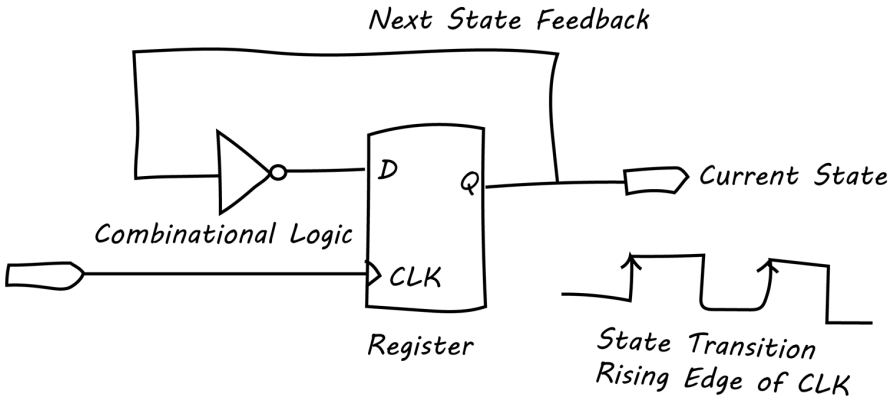

Figure 2-37 *Simple RTL design abstraction model*
You will notice two blocks here: the one on the right represents our 32 registers (`reg[31:0]blinkcount`), and the one on the left is what we call the combinational logic block. These two blocks represent the current state (right block) and next state (left block) logic sequences. Notice that the clock only goes to the right block. That is because it is registering (FF) the next state, which becomes the current state on every rising edge of the clock. Remember our `always @(posedge clk_in)` statement? This is how the synthesizer interpreted this and implemented it. Notice that the output of the `fdr` block (right) is fed back to the input of the left block. This is the next state generation logic. Remember when we said that `blinkcount <= blinkcount + 1`? Well, the synthesizer is doing just that in this block: it's taking the current count, which is the feedback from the registers (current state or current count), adding one to it in the left block and presenting that as the data going into the register block (right) to be the clock-in on the next rising edge of the clock (i.e., this becomes the new current count). This is a classic RTL model of how most synchronous HDL logic designs get coded and synthesized, represented graphically in Figure 2-37. If you can remember this simple RTL model, you will be able to understand a lot of HDL code.